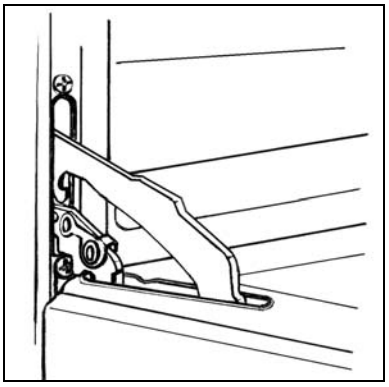

fig.14
- tournez les deux pièces de blocage sur les bras des charnières complètement vers le haut (fig. 14).